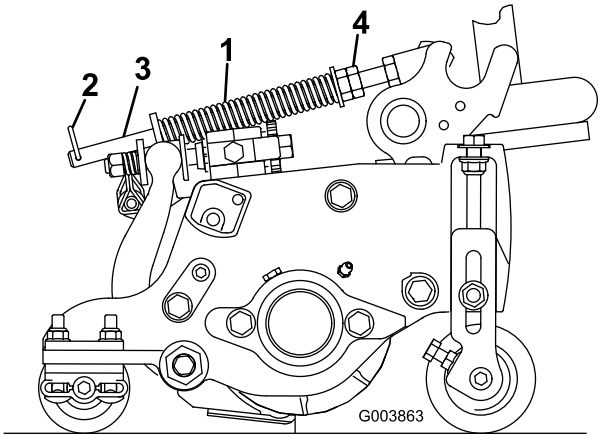

**Figur 16**
Plænekompensationsfjederen (Figur 16) overfører vægten fra forrullen til bagrullen. Dette medvirker til at reducere dannelsen af et bølgemønster i plænen, også kaldet ondulation.
1. Sørg for, at låseclipsen er monteret i det bageste hul i fjederstangen (Figur 16).
2. Stram sekskantmøtrikkerne på forenden af fjederstangen, indtil fjederens sammentrykkede længde er 12,7 cm på 12,7 cm-klippeenheder, eller 15,9 cm på 17,8 cm-klippeenheder (Figur 16).